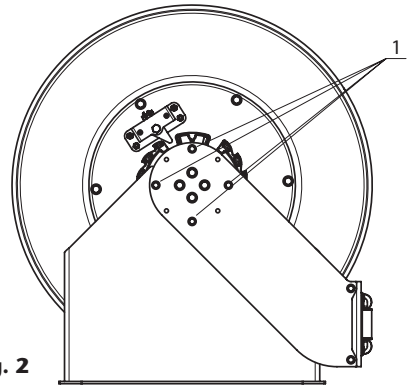

Fig. 2
Para posicionar los brazos guía, es necesario aflojar y quitar los tornillos (1) (fig. 2) en ambos brazos. En ese momento el tambor junto con los brazos guía quedan sueltos del bastidor. Se procede entonces a cambiar los brazos a la posición deseada y a volver a fijarlos con los mismos tornillos.